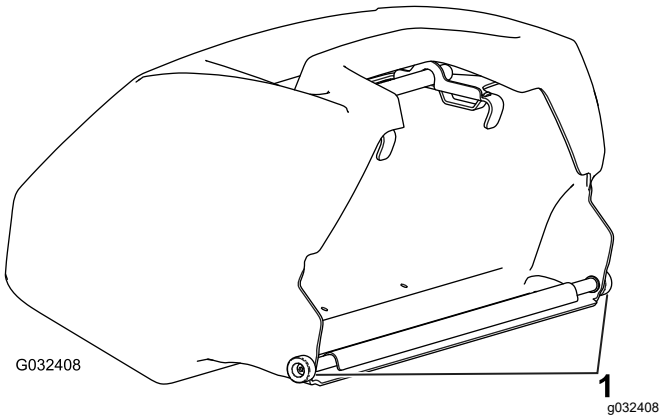

**Figuur 5**
***Belangrijk:*** **Indien u de grasmand laat vallen, moet u de contactpunten van de bevestigingsarm aan de onderrand van de mand controleren op schade (Figuur 5). Zet de contactpunten recht voor dat u de grasmand opnieuw gaat gebruiken.**